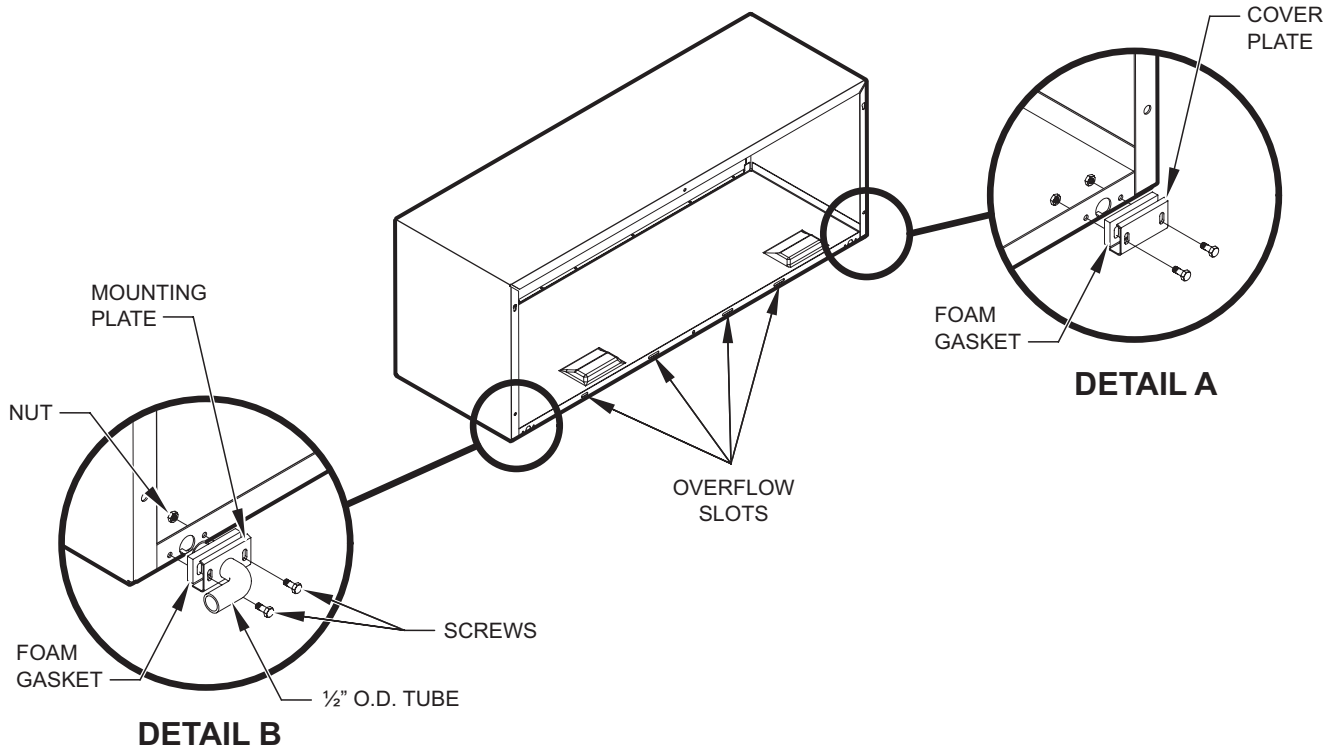

Figure C.4.2 (External Drain Kit Installation)
3. Remove the backing from the gasket and mount it on the flat side of the mounting plate. (See Figure C.4.2). Insert the drain tube through the hole in the gasket and mounting plate so the tube flange will be against the wall sleeve.
6. Referring to C.4.2 locate and assemble the (2) two cover plates and gaskets over the drain holes at the rear of the wall sleeve. Attach them with the #10 sheet metal screws provided. Make certain that the four overflow slots at the rear of the wall sleeve are not blocked (See drawing of the back of the sleeve Figure C.4.2).
If the wall sleeve has not been installed, the drain tube must be rotated to a horizontal position until after the sleeve is installed. Tighten the mounting plate screws when the tube is in the proper position. Make certain that the four overflow slots at the rear of the wall sleeve are not blocked (See Figure C.4.2).
2. From inside the building, position the wall sleeve in the opening and push it into the wall until it protrudes at least ¼" on the outside. Do not allow sleeve to be pulled. (See Figure C.4.2).